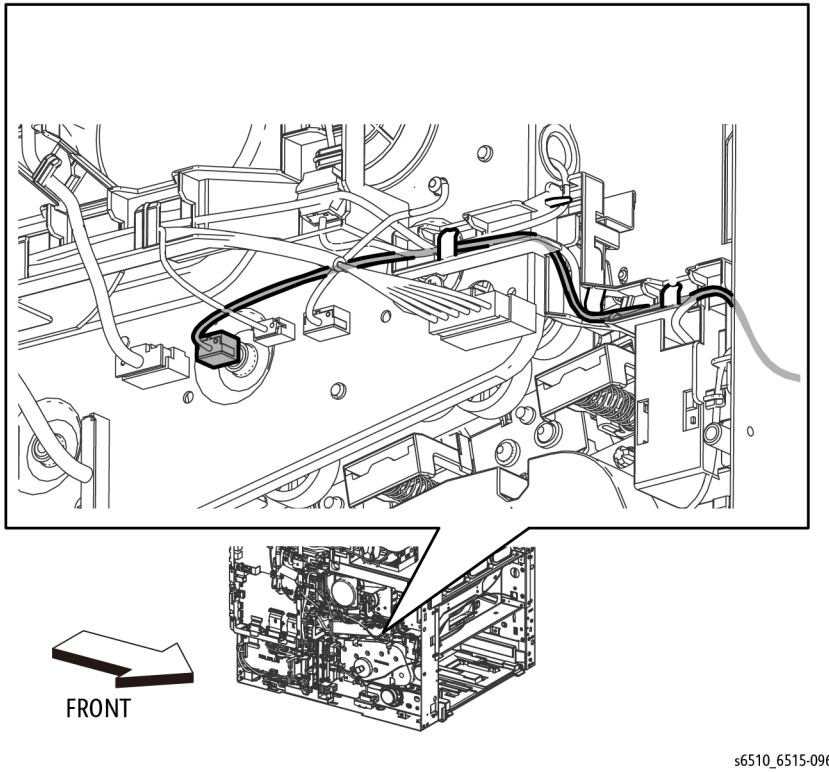

Figure 1 Release the Side Interlock Harness from the Hooks
8. Refer to Figure 1 to release the harness of the Side Interlock Harness Assembly from the three hooks.